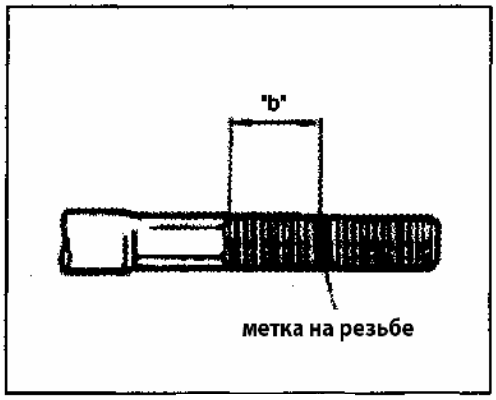

Рис. 446
**При снятии наконечника рулевой тяги, измерьте длину резьбы "b" и используйте данный размер при установке стопорной гайки нового наконечника (Рис.446).**